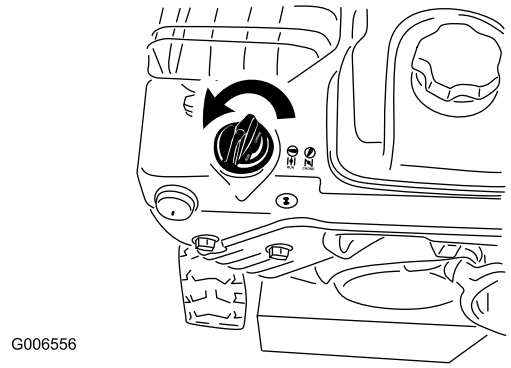

Figur 28
5. Flytta choken till chokeläget (Figur 28).